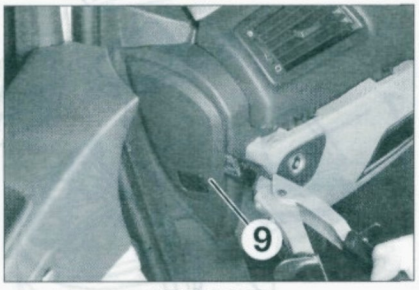

FIGURE 9-27
• Décliper le cache latéral de planche de bord (9) **(figure 9-27)**.